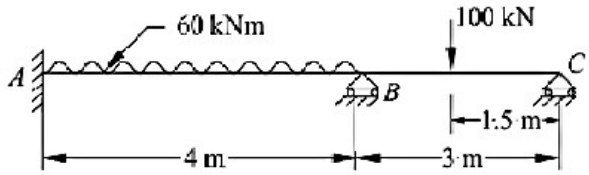

Fig.7
11. (a) Analyse the continuous beam shown in **Fig.7** using Stiffness matrix method and draw the bending moment diagram. Flexural rigidity EI is same for all the members. **(16)**
12. (a) Analyse the continuous beam shown in **Fig.7** using Flexibility matrix method and draw the bending moment diagram. Flexural rigidity EI is same for all the members. **(16)**